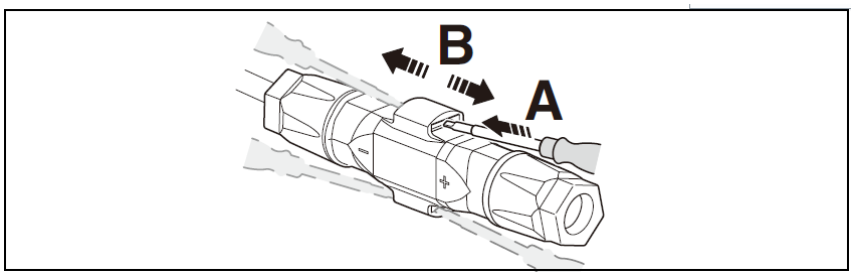

Figure 5-14
1). Insérez le tournevis dans l'une des quatre ouvertures (figure 5-14, A).
2). Laissez le tournevis dans l'ouverture. Séparez les deux connecteurs en les tirant (figure 5-14, B).